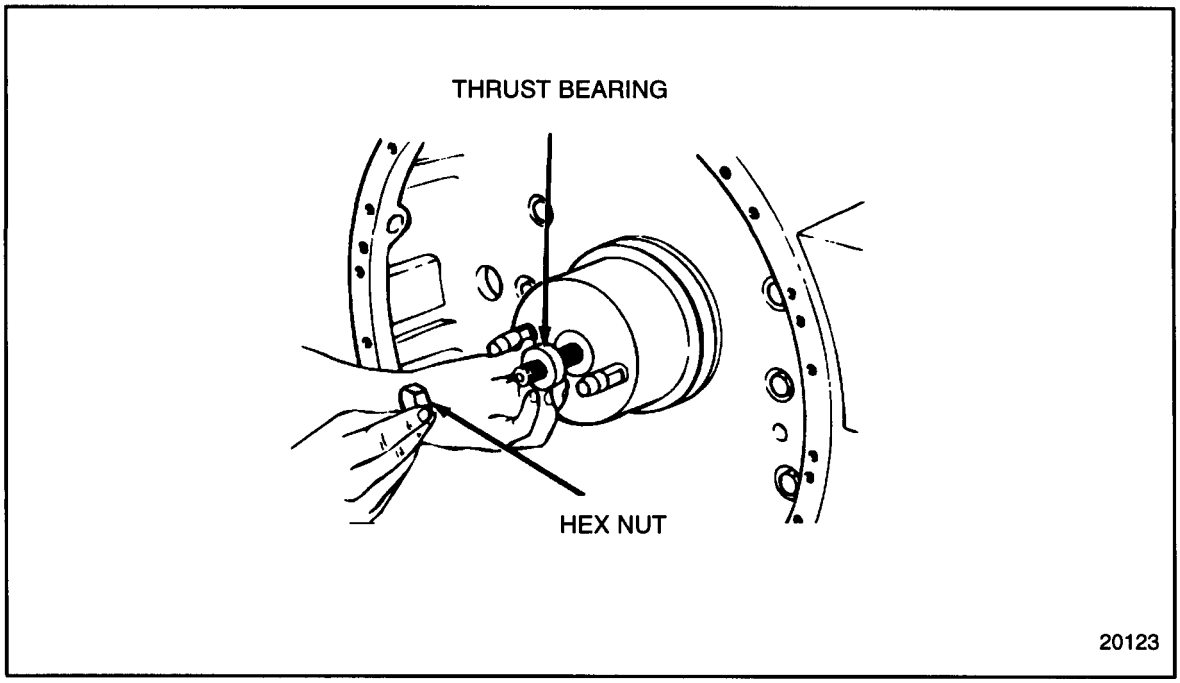

Figure 1-147 Thrust Bearing Installation
4. Install the thrust bearing tool with the case side toward the installer housing. Install the hex nut to the center screw of the base. See Figure 1-147.